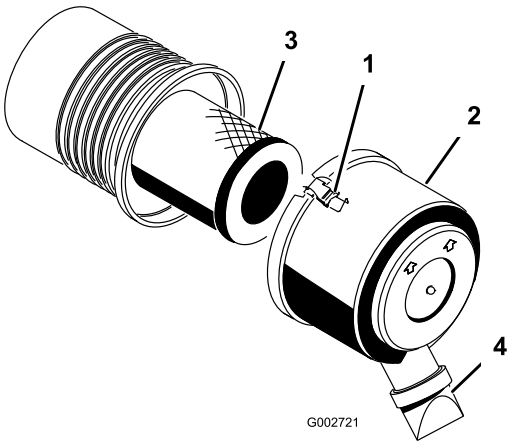

Figur 27
1. Utløs låsene som fester luftrenserdekslet til luftrenserhuset (Figur 27).